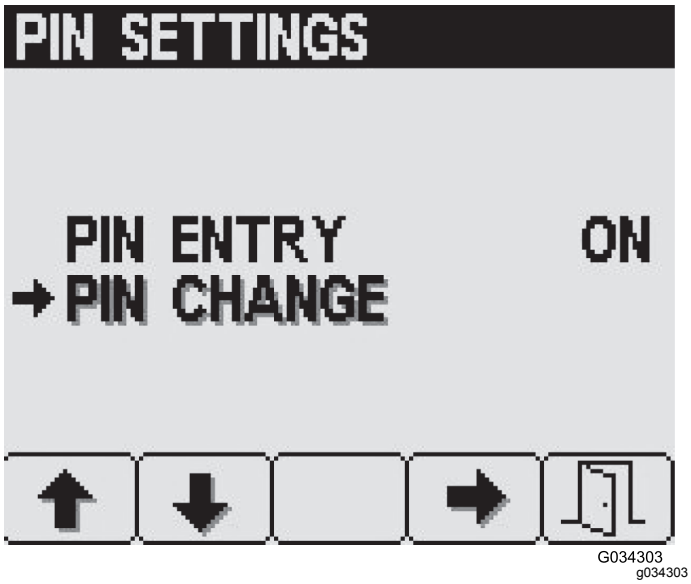

Figur 34
3. På skærmen Pinkodeindstillinger skal du trykke på knap to for at navigere til muligheden Skift pinkode og så trykke på knap fire for at vælge Skift pinkode (Figur 34).